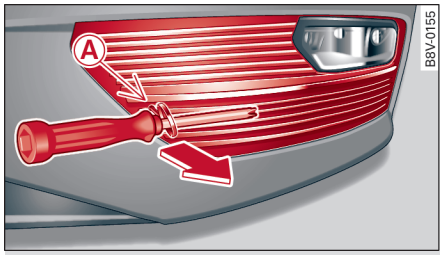

图 267 左前部：取出挡板
- 将拉钩插进孔 Ⓐ ⇨ *图 267*。
- 借助螺丝刀拉出挡板 ⇨ *图 267* 并将其取出保险杠。